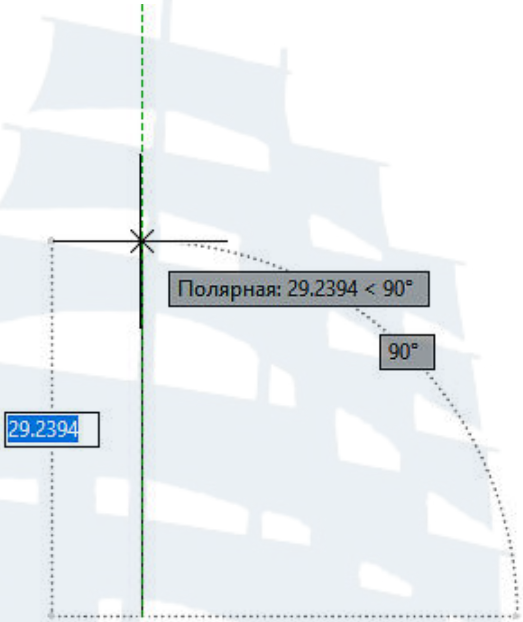
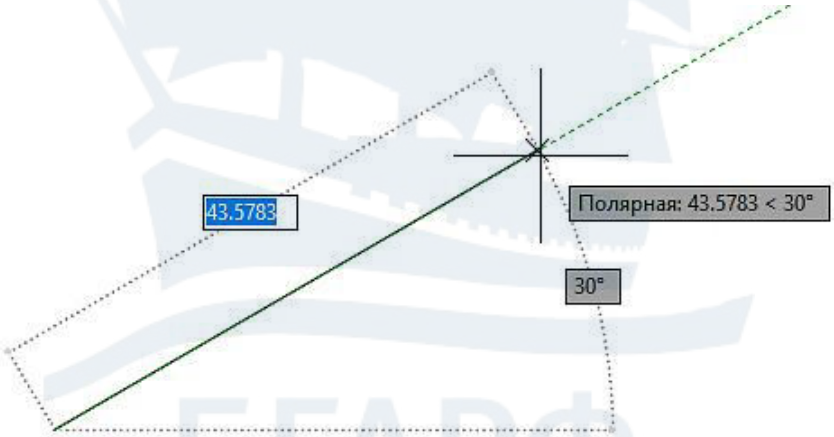

Рис. 48
Рис. 49
По умолчанию в AutoCAD отслеживаются только углы, кратные 90° (90°,180°, 270°). На рис. 48 показано, как система при построении отрезка с помощью пунктирной линии отслеживает угол 90°. Можно настроить систему на отслеживание других углов, например, кратных 30° (рис. 49).
– подвести курсор к кнопке **ОТС-ПОЛЯР**, правой кнопкой вызвать контекстное меню и выбрать **Включено** (рис. 49).